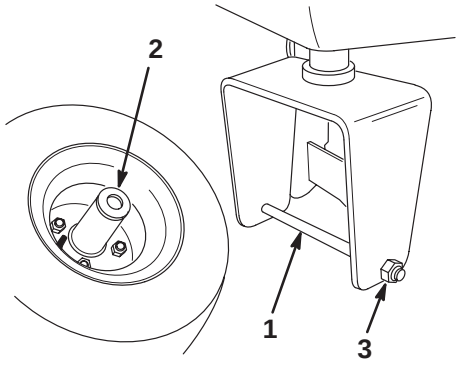

**Figure 4**
1. Remove the bolt and locknut from the wheel mount holes in the rear castor fork (Fig. 4).
2. Install the rear wheel in the castor fork. Insert the bolt into one of the mounting holes, install a spacer, and slide the bolt through the wheel (Fig. 4).